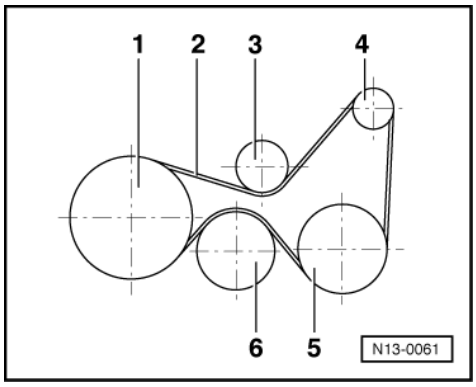

Fig. 7 4-cylinder Diesel engine with P.A.S vane pump
- Ribbed belt drive => Page 51 , Fig. 7